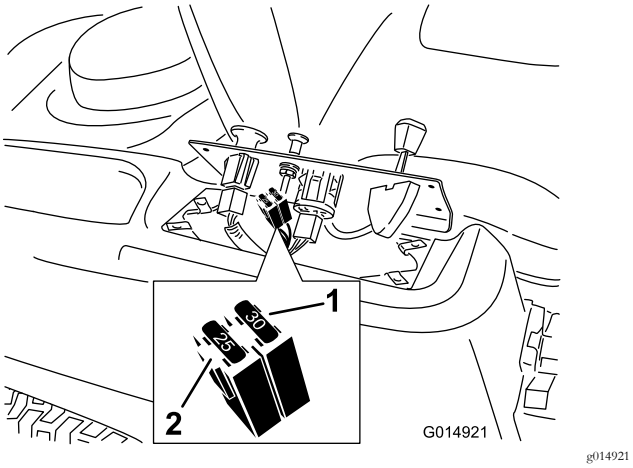

Figur 53
2. Lyft upp kontrollpanelen så att du kommer åt huvudkablaget och säkringsblocket (Figur 53).
3. Byt ut en säkring genom att dra ut den (Figur 53).